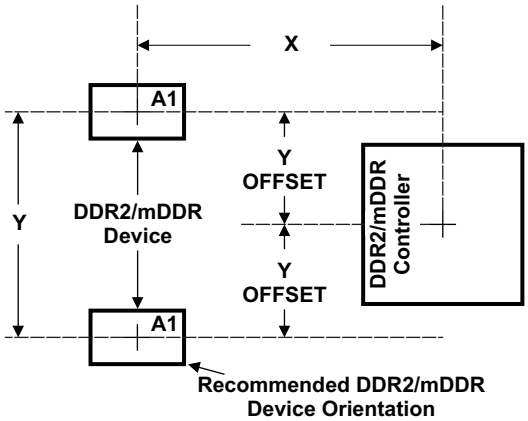

Figure 5-20. SMOMAPL138B and DDR2/mDDR Device Placement
Figure 5-19 shows the required placement for the device as well as the DDR2/mDDR devices. The dimensions for Figure 5-20 are defined in Table 5-30. The placement does not restrict the side of the PCB that the devices are mounted on. The ultimate purpose of the placement is to limit the maximum trace lengths and allow for proper routing space. For single-memory DDR2/mDDR systems, the second DDR2/mDDR device is omitted from the placement.
(1) See Figure 5-20 for dimension definitions.
(2) Measurements from center of device to center of DDR2/mDDR device.
(3) For single memory systems it is recommended that Y Offset be as small as possible.
(4) w = PCB trace width as defined in Table 5-29
(5) Non-DDR2/mDDR signals allowed within DDR2/mDDR keepout region provided they are separated from DDR2/mDDR routing layers by a ground plane.